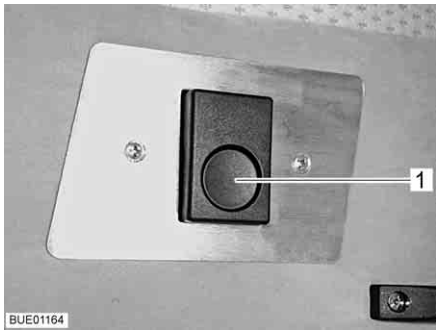

Fig. 75 Release
- ■ Push the release knob (Fig. 75,1). The lock is released.